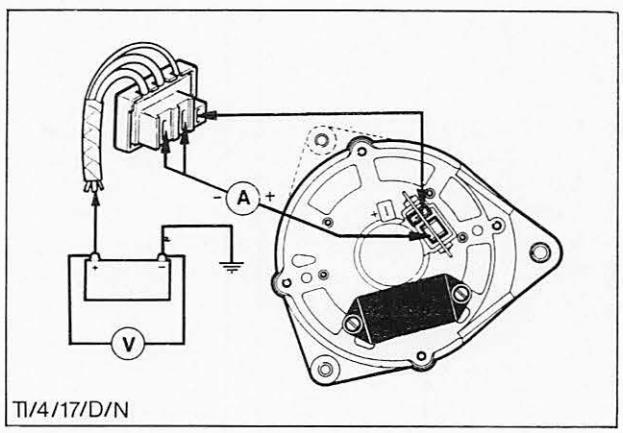

Abb. 15 Regler-Kontrollspannung prüfen
14. Testkabel, Amperemeter und Voltmeter, wie in Abb. 15 gezeigt, anschließen, um die Regler-Kontrollspannung zu prüfen.